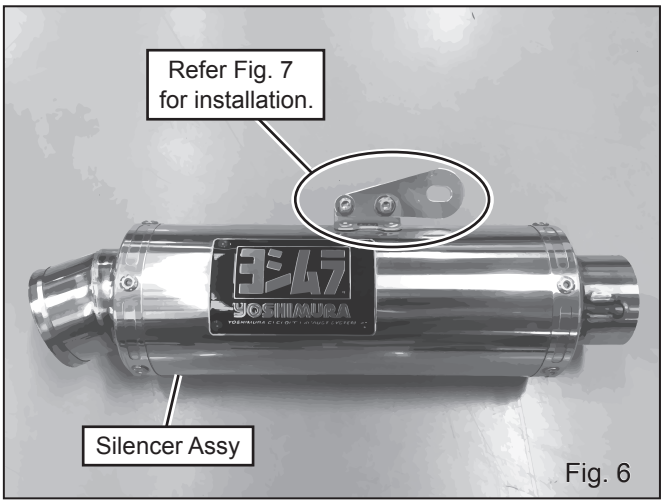

Fig. 6
6) Mount Silencer Bracket on Silencer Assy with 2 of each Button Bolt M6x20, Washer M6x13 and Flange Nut M6 (See Fig. 6 & 7). Tighten bolts by hand only at this stage.